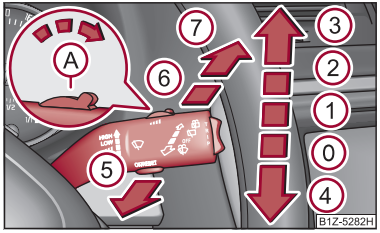

Fig. 43 Manette des essuie-glaces
La manette des essuie-glaces ⇒ fig. 43 peut être mise sur les positions suivantes:
- Si c'est le balayage lent (2) ou rapide (3) qui est activé ⇒ page 48, fig. 43 et si la vitesse du véhicule descend en dessous de 4 km/h, le système passe automatiquement sur la vitesse de balayage inférieure. Il repasse sur le balayage précédent lorsque le véhicule recommence à rouler à plus de 8 km/h.
- Poussez ensuite durant les 20 secondes suivantes la manette des essuie-glaces sur la position (4) ⇒ page 48, fig. 43 - les balais se mettent sur la position Maintenance.